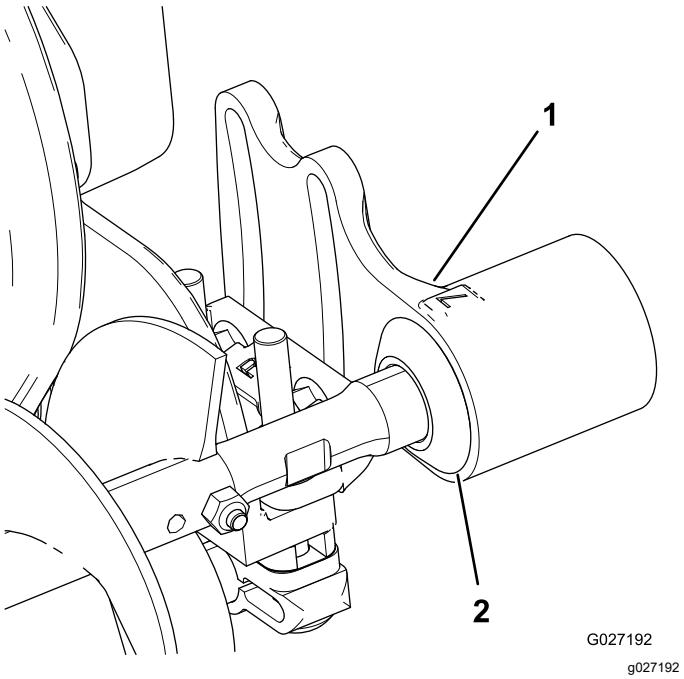

Figura 10
1. Fate scorrere ogni guarnizione verso l'esterno fino a creare un leggero contatto tra le guarnizioni a labbro e ogni alloggiamento dei cuscinetti (Figura 10).